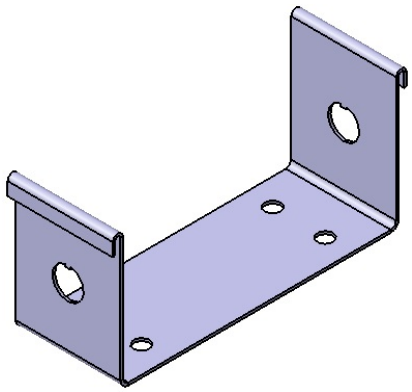

Figure 15-143 *Sheet metal after creating a cutout feature*
5. Accept the remaining default parameters in the **Cutout Definition** dialog box and then choose the **OK** button; a cutout feature is created, as shown in Figure 15-143.